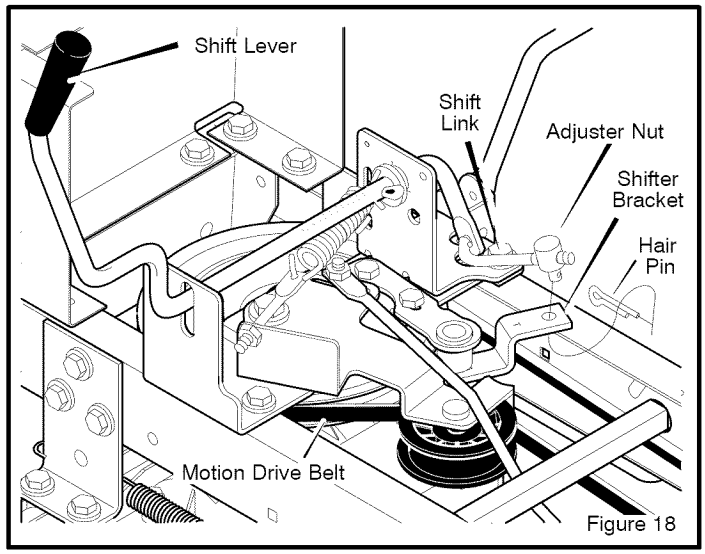

Figure 18
2. Disconnect the **adjuster nut** from the **shifter bracket** (Figure 18).